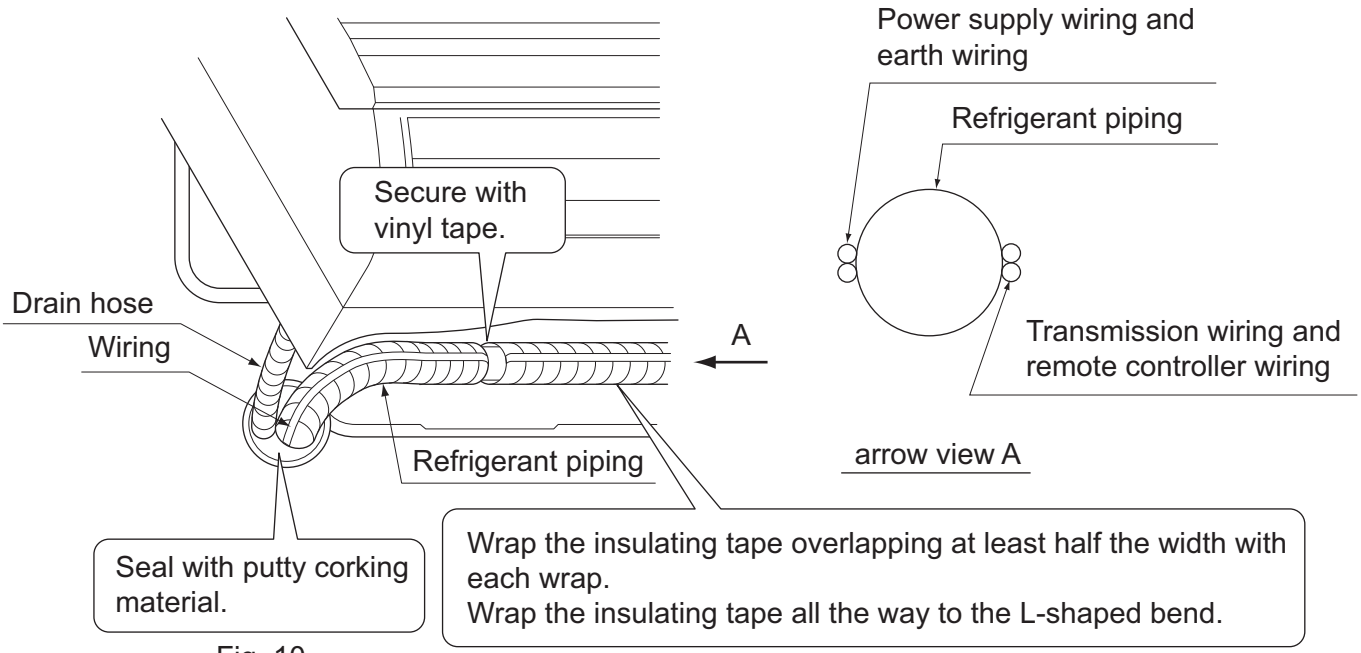

Fig. 10
(7) Pass power supply wiring, transmission wiring, earth wiring, and remote controller wiring through the wiring guide in from the back of the indoor unit and to the front.
(8) Connect the piping. (See "5. REFRIGERANT PIPING WORK" and Fig. 10)